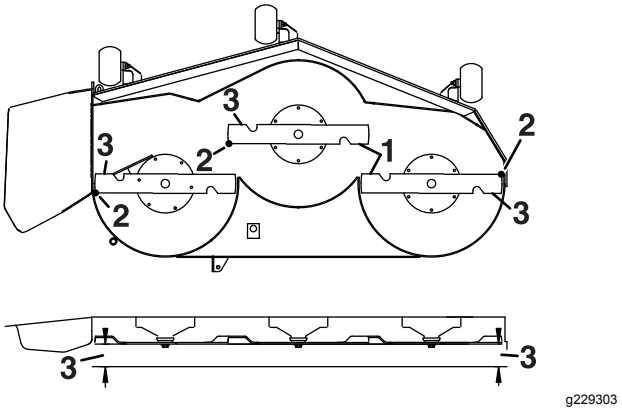

Figur 71
5. Mål mellem de udvendige skærekanter og den plane overflade (Figur 71).